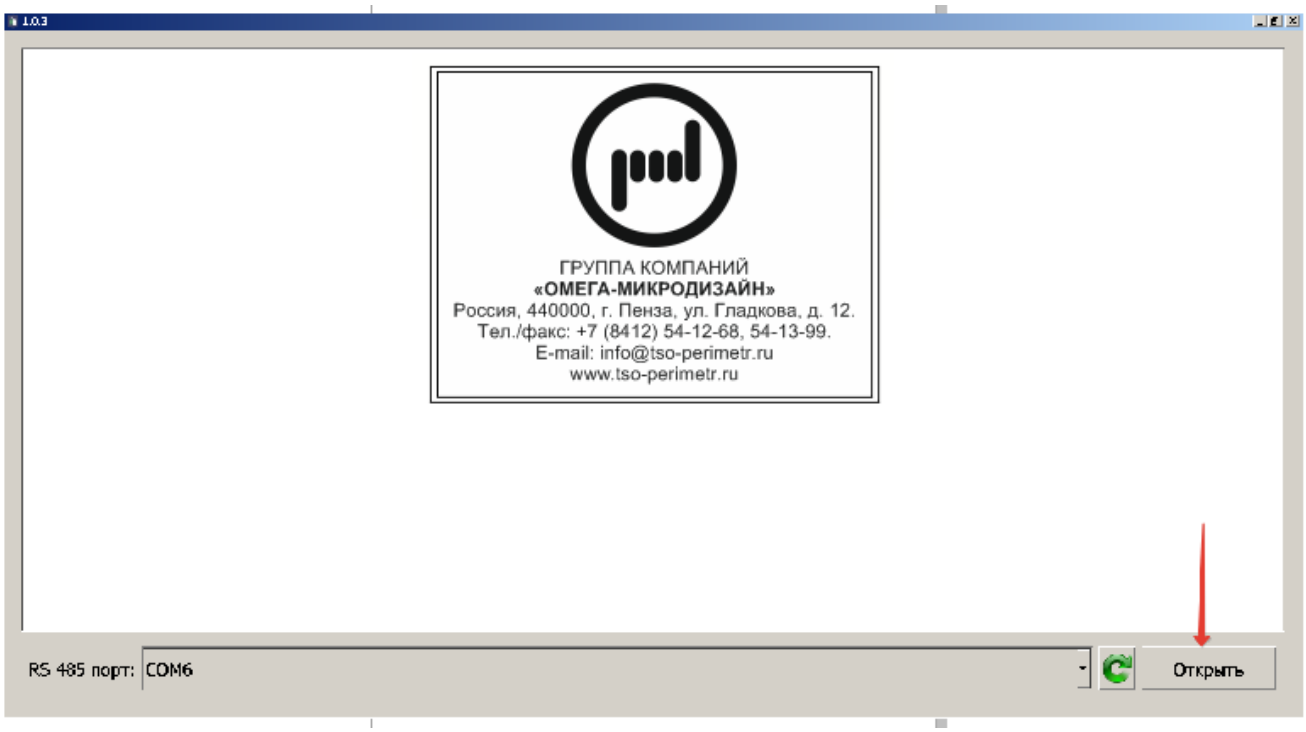

Рис.11.5
11.2.1.4 Установить связь с извещателем нажав кнопку «Открыть» (рис.11.5)